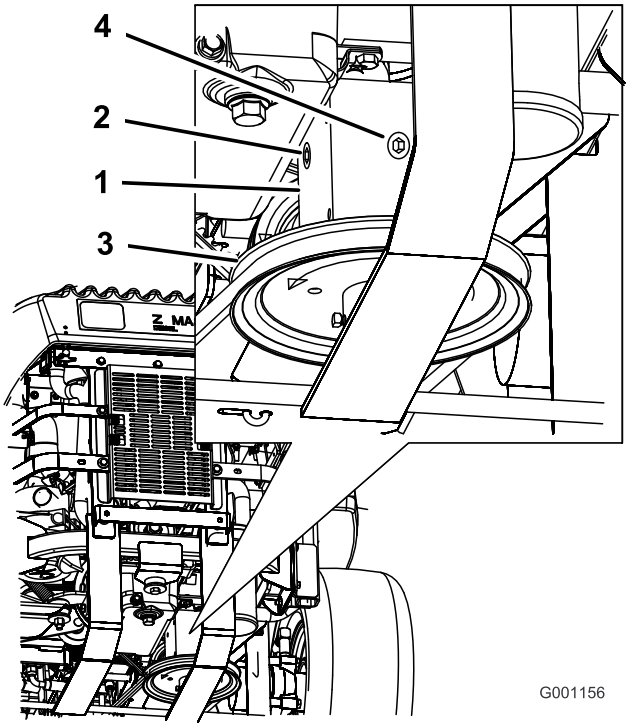

Figur 53
4. Ta bort pluggen på växellådans sida eller baksida (Figur 53).